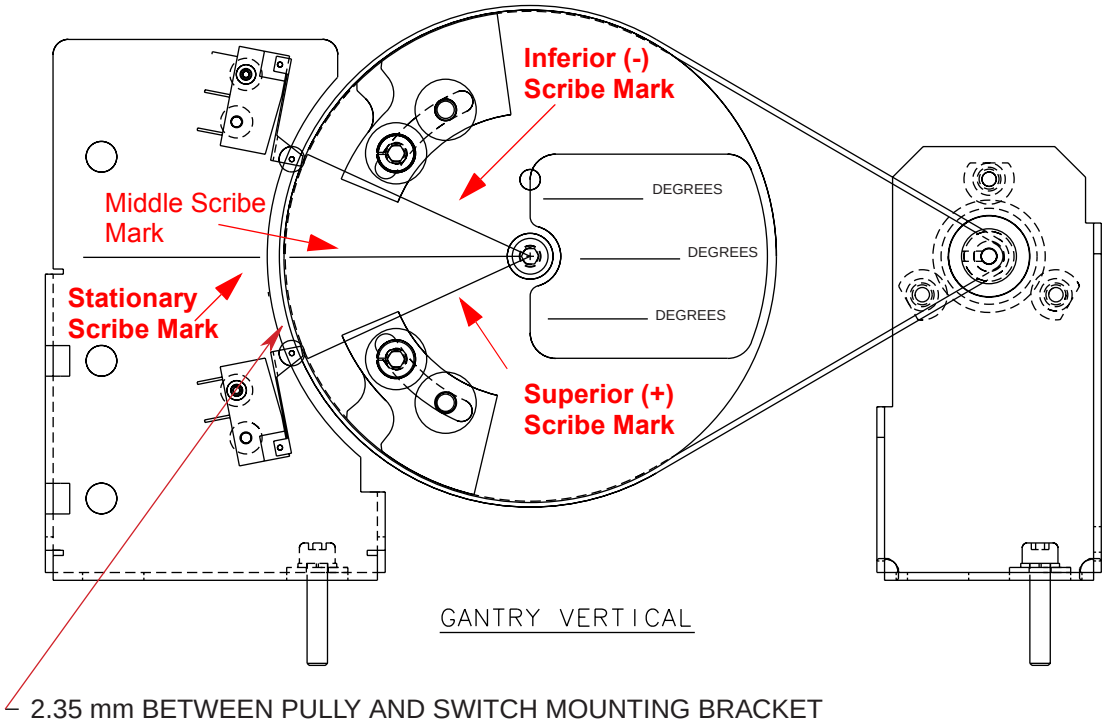

Figure 8-20 Tilt Pot Adjustment Diagram
Tilt angle accuracy is achieved by using potentiometer feedback and three reference points. Characterization is performed by reading the potentiometer voltage feedback at each of these three points. This method creates a slope characterization file that is accurate, independent of the gantry leveling procedure performed during installation. (See the installation manual for details on gantry leveling.) For this reason, unique precise tilt angle values are written on the tilt label for your system. Reference Figure 8-20. This method allows manufacturing to measure and record precise tilt angle values using an inclinometer. The manufacturing process first takes a relative reading creating an offset, and then absolute readings are used with offset correction. The result is actual tilt angles during normal system operation.
1.) Tilt gantry to middle reference position. Refer to Figure 8-20.